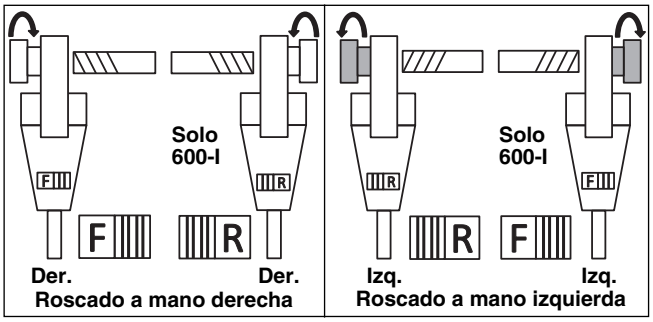

Figura 10 – Orientación del interruptor corredizo y el cabezal roscador
7. Coloque el interruptor corredizo F/R del accionamiento motorizado en posición de avance o de retroceso, según quiera una rosca a mano derecha o a mano izquierda. *Vea la Figura 10.*